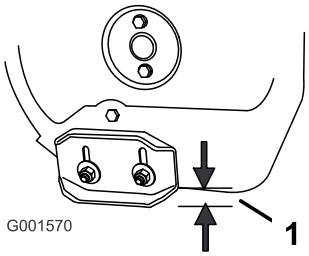

Rysunek 43
2. Odkręcaj nakrętki mocujące obie płozy do boków śruby śnieżnej, aż można je będzie łatwo przesuwać w górę i w dół (Rysunek 43).